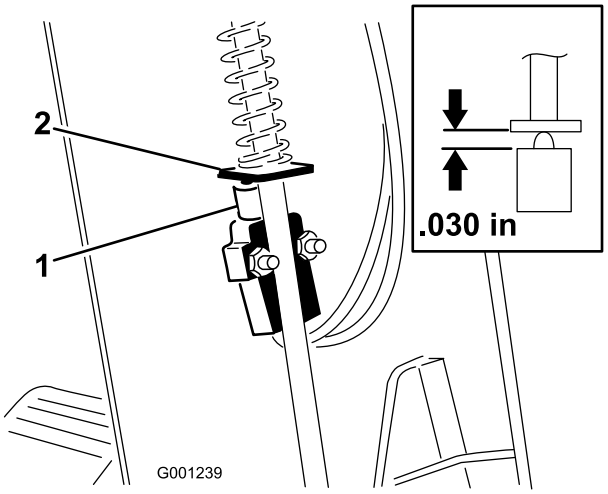

Figur 61
3. Skub kappen op ad ratakslen for at blotlægge kontakten til parkeringsbremsen (Figur 61).
5. Placer pladen til parkeringsbremsens stang ud for kontaktstemplet (Figur 61).
6. Tryk parkeringsbremsestangen ned, og tryk op på kontakten, indtil den komprimerede længde af kontaktstemplet er 0,76 mm(Figur 61, indsat billede). Dette er afstanden mellem pladen til parkeringsbremsestangen og kontaktstempelhuset.